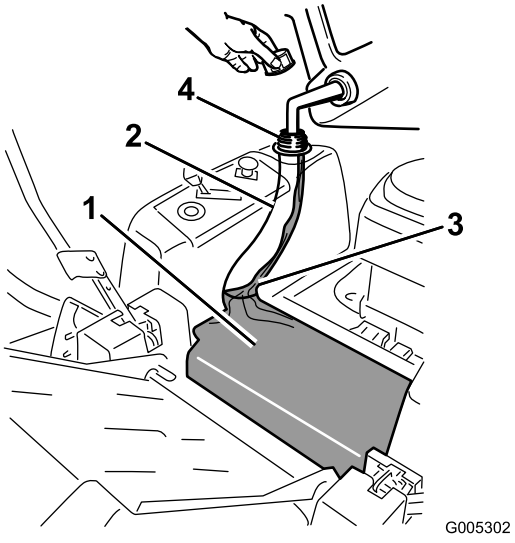

Bild 9
3. Füllen Sie bleifreies Normalbenzin in den Tank, bis ein Stand unterhalb des Randes des Einfüllstutzens erreicht ist (Bild 9). Dieser Platz im Füllstutzen des Tanks ermöglicht eine Ausdehnung des Benzins. Füllen Sie den Kraftstofftank nicht ganz auf.